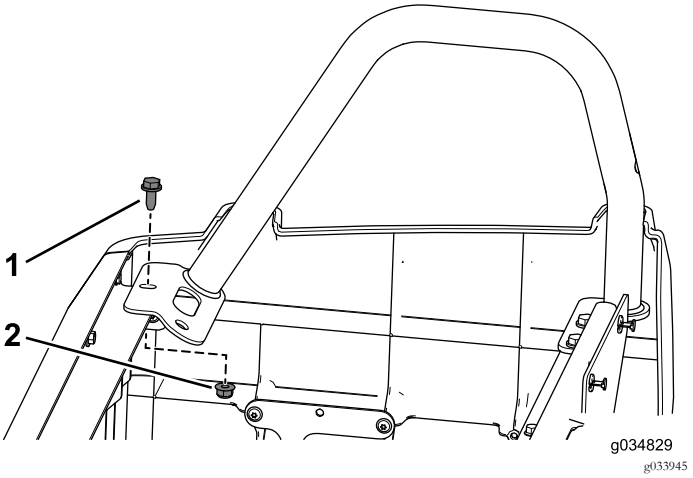

Figure 50
1. Servez-vous du boulon à embase (3/16" x ¾") et de l'écrou à embase retirés précédemment pour fixer le dispositif de retenue du bassin arrière droit au socle de siège arrière (Figure 50).